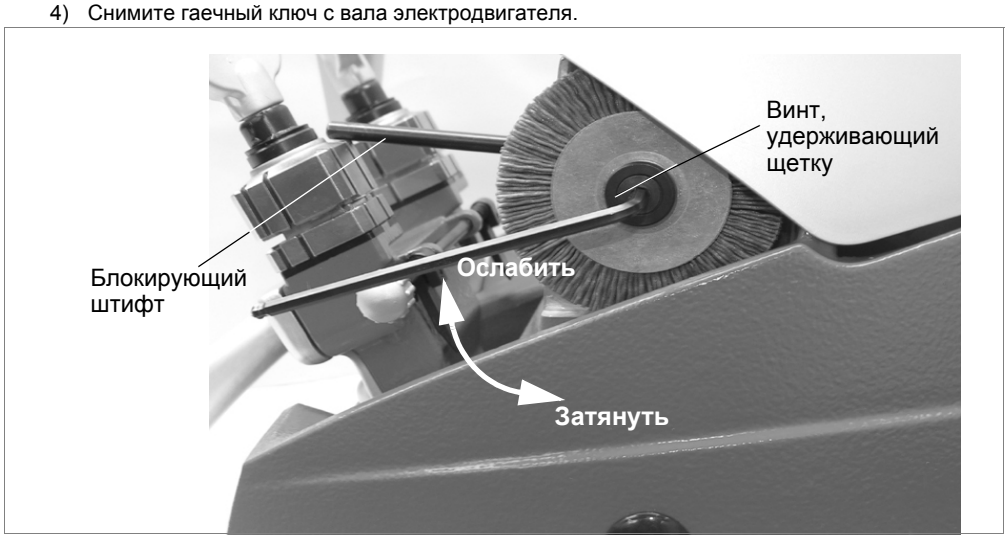
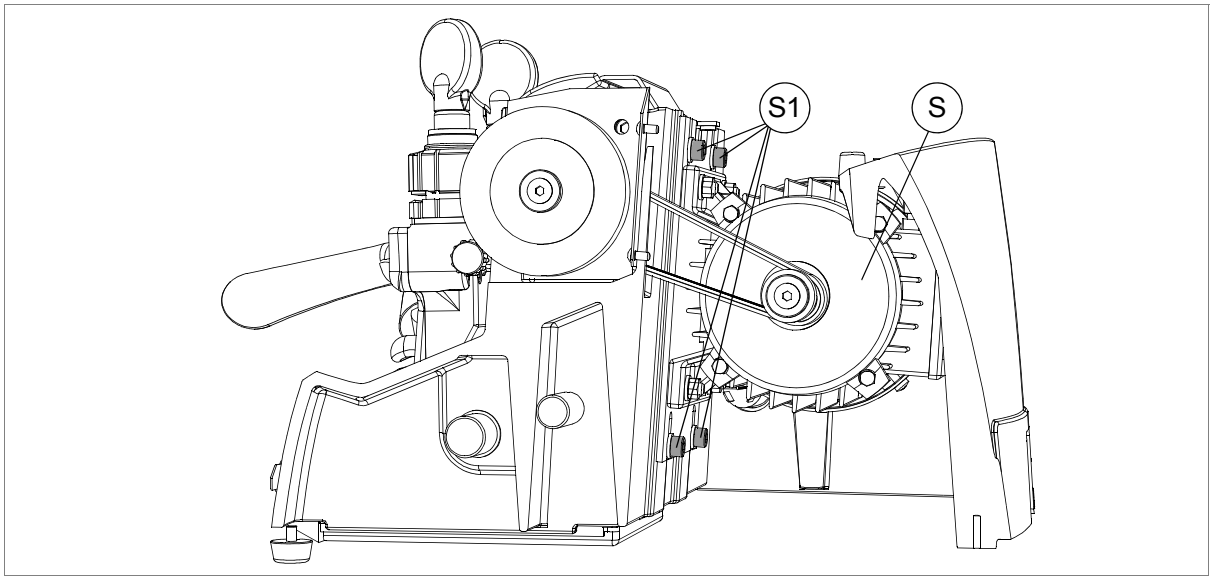

Рис. 19
Рис. 22
2) Используйте торцовый ключ (прилагается) для ослабления винта, удерживающего щетку на месте (рис. 19).
2) Ослабьте 3 винта (M1) и снимите верхнюю крышку (M).
3) Ослабьте 4 винта (S1) на плите крепления электродвигателя (рис. 22).
1) Удалите две защитные пластины (Q).
3) Снимите щетку (рис. 19).
4) Удалите 3 винта (M2) (рис. 19), чтобы снять защитную крышку (рис. 22).
5) *Ослабьте 4 винта (S1) на плите крепления электродвигателя (рис. 22).
2) Ослабьте 3 винта (M1), снимите верхнюю крышку (M).
4) Ослабьте 4 винта (S1) (рис. 22) на плите крепления электродвигателя и снимите приводной ремень.
7) Установите приводной ремень и затяните 4 винта (S1) (рис. 22) на плите крепления электродвигателя.